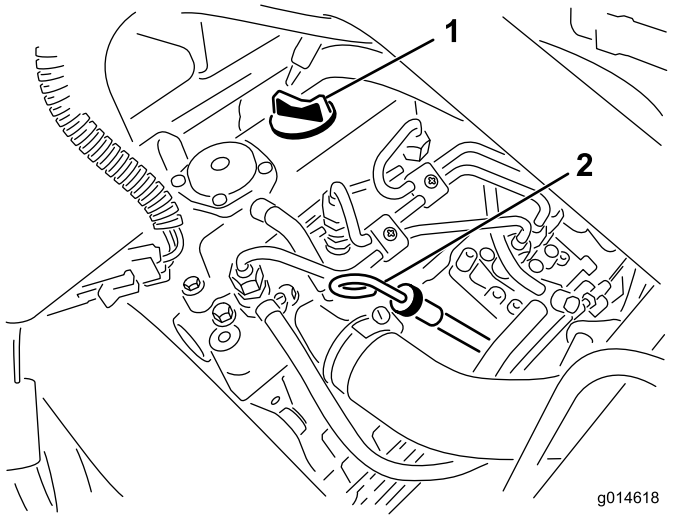

Figur 27
2. Ta ut oljestickan och torka av den med en ren trasa (Figur 27). Sätt ner oljestickan i röret och se till att den sitter fast ordentligt. Avlägsna oljestickan från röret och kontrollera oljenivån. Om oljenivån är låg, tar du av påfyllningslocket från ventilhuset och häller **sakta** på tillräckligt med olja tills nivån når upp till markeringen ”Full” på oljestickan. Fyll sakta på oljan och kontrollera nivån med jämna mellanrum. **Fyll inte på för mycket.**